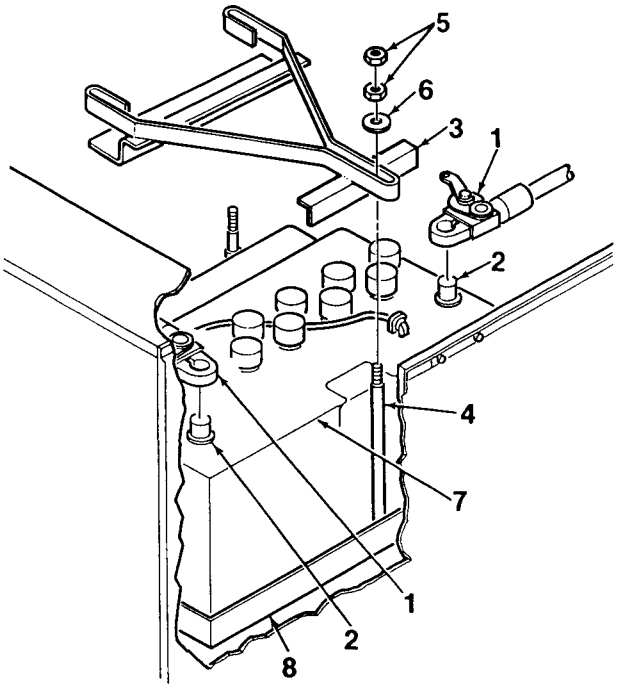

Figure 4-35. Battery
2. Disconnect positive battery cable (1, Figure 4-35) from positive (+) battery post (2). Connect cable end to enclosure ground lug.
3. Disconnect negative battery cable (1) from negative (-) battery post (2). Connect cable end to enclosure ground lug.
4. Remove battery tie-down (3) from hold down rods (4) by removing six nuts (5) and three washers (6).
1. Install battery tray (8, Figure 4-35) and battery (7).
2. Install battery tie-down (3) and secure to hold down rods (4) using six nuts (5) and three washers (6).